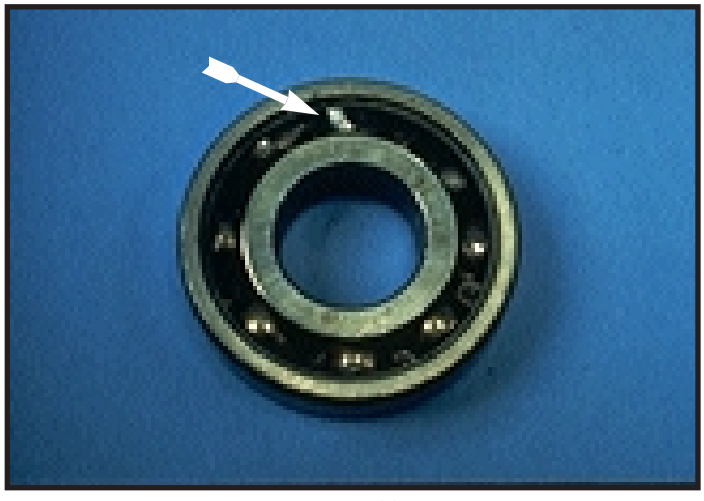

Figure 83
- A damaged ball bearing cage (see arrow in figure 83.)